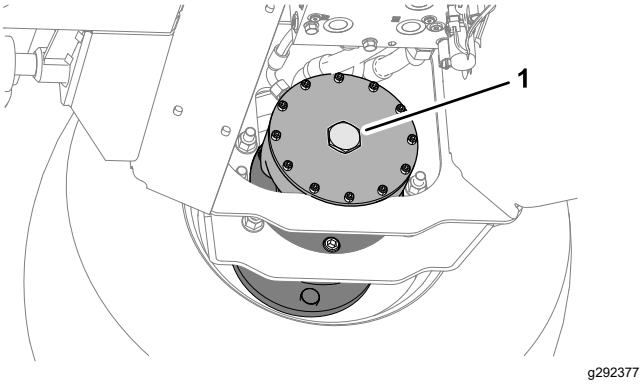

Figur 40
2. Sæt den sekskantede prop i motorens endeplade (Figur 40).
6. Gem de 2 bolte (12 x 40 mm) og 2 spændeskiver (12 mm), der befinder sig i platformens støtteskinner (Figur 40).